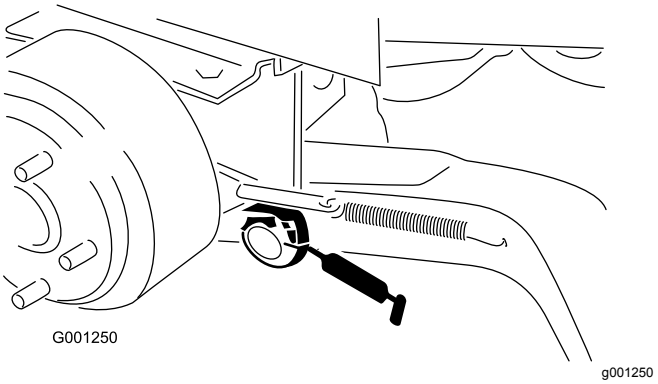

Figur 35
- Løftearmens drejebøsninger (Figur 35)